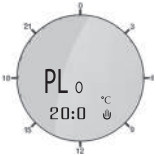

Рисунок 9. Индикация настройки энергосберегающей температуры
Далее для перехода в настройку энергосберегающей (минимальной) температуры необходимо еще раз нажать клавишу меню 🕮 (1) — на дисплее появится индикация, соответствующая рис. 9. Для изменения текущего значения используйте клавиши ▲ (10) и ▼ (11).